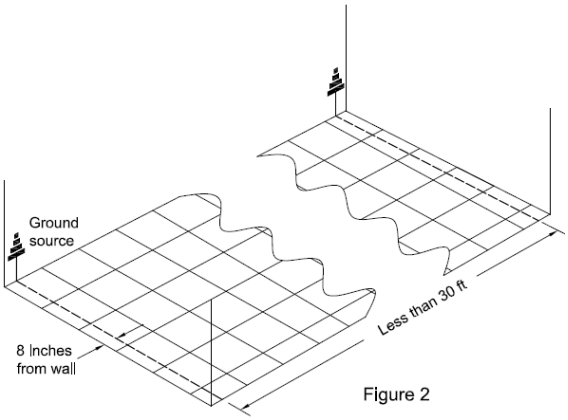

Figure 2
c. A copper grounding strip is placed across the shorter width of the area approximately 8 inches (20.3 cm) from the wall. The copper grounding strips should extend up the wall to a known ground as seen in Fig. 2